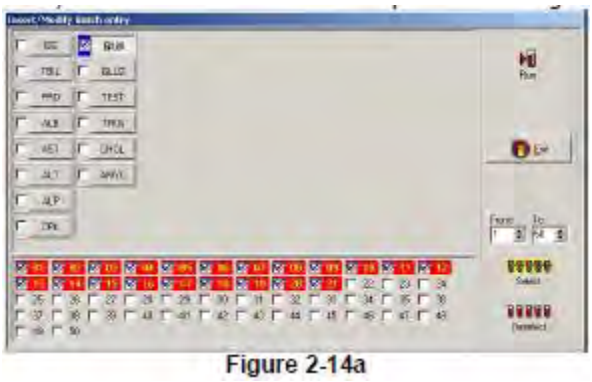

Figure 2-14a
Teste de lote (Fig. 2-14a) pode ser usado a qualquer momento, a demografia do paciente não é necessária. Não fará uma distinção entre as amostras de soro ou na urina. No relatório, uma identificação numérica progressiva é automaticamente atribuída ao relatório (ou seja, lote # xx). Cada número do lote será relatado como um único relatório.
1) Selecione a "lista de trabalho" > "Ensaios de lotes" no menu superior ou lateral, ou através do ícone de acesso direto para exibir a entrada do lote Inserir/modificar (Fig. 2-14a).